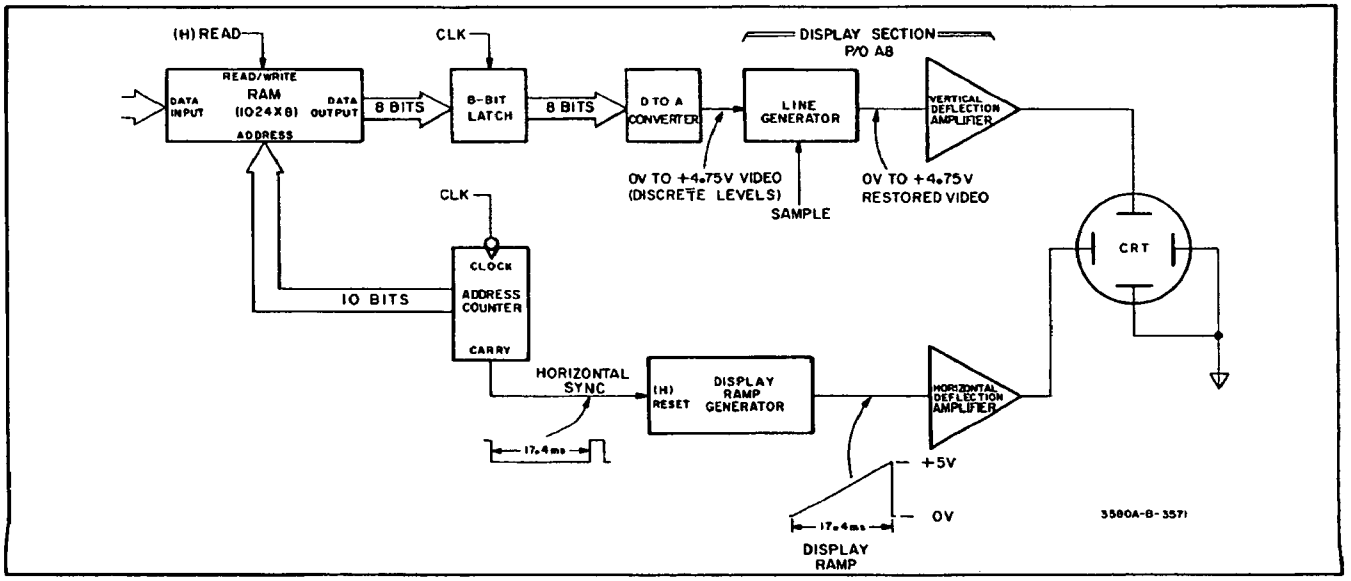

**Figure 4-20. Displaying a Stored Trace.**
**4-126. Displaying a Stored Trace.** Refer to Figure 4-20 for the following discussion.